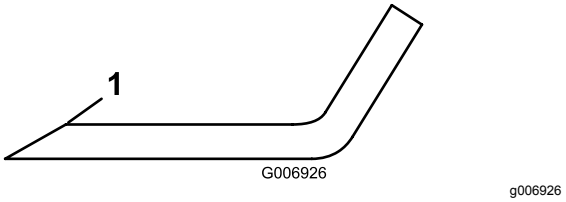

Figur 74
4. Kontrollera eggarna på samtliga knivar. Slipa dem om de är slöa eller hackiga, slipa endast knivseggens översta del och behåll den ursprungliga skärvinkeln för bästa skärpa (Figur 74).